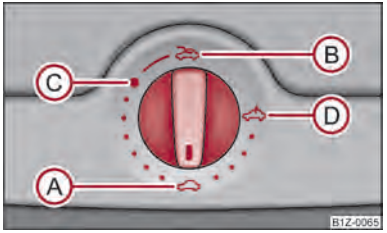

Fig. 22 Detail of the headliner: Control dial for the power sliding/tilting roof
The sliding/tilting roof is operated by means of the control dial ⇒ fig. 22 and only functions when the ignition is switched on. The control dial has several positions. ▶
– Turn the switch to position Ⓒ ⇒ fig. 22.
– Turn the switch to position Ⓐ ⇒ fig. 22.
The sliding/tilting roof is fitted with a force limiter. If an obstacle (e.g. ice) prevents closing, the sliding/tilting roof stops and opens completely. You can close the sliding/tilting roof completely without force limiter by pressing the switch to the Ⓐ position ⇒ fig. 22 at the front for as long as it takes for the sliding/tilting roof to close completely ⇒ ⚠.
It is necessary after each emergency operation (using Allen key) to move the sliding/tilting roof into the basic position. Here you have to turn the control dial forward to the switch position Ⓐ ⇒ fig. 22 and press for about 10 seconds. ■